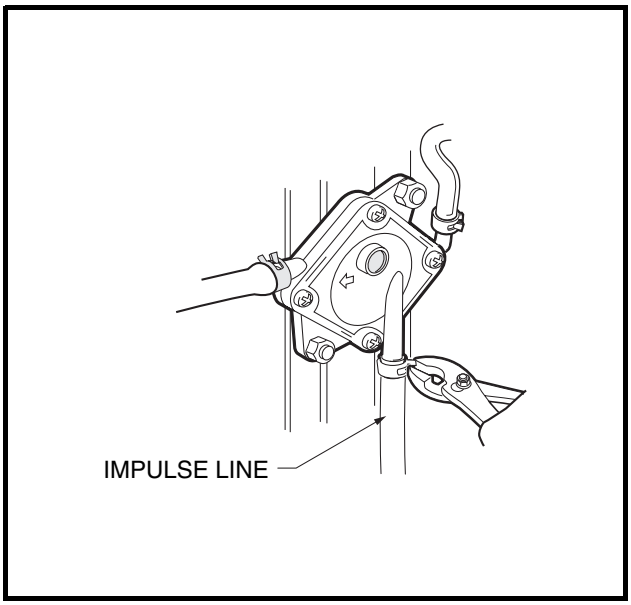

Figure 16-11 Impulse Line
4.3. Disconnect impulse line from fuel pump **(Figure 16-11, Page 16-8)**.